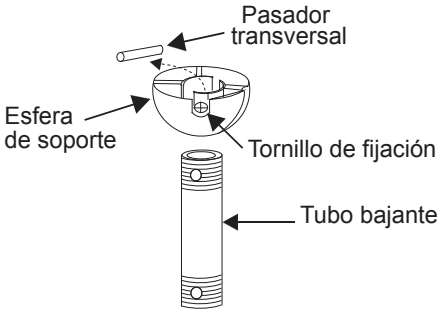

Fig. 8
Paso 5. Retira la esfera de soporte del conjunto del tubo bajante el tornillo de fijación, desenroscando y quitando el pasador transversal y desatornillando la esfera del bajante. (Fig. 8)